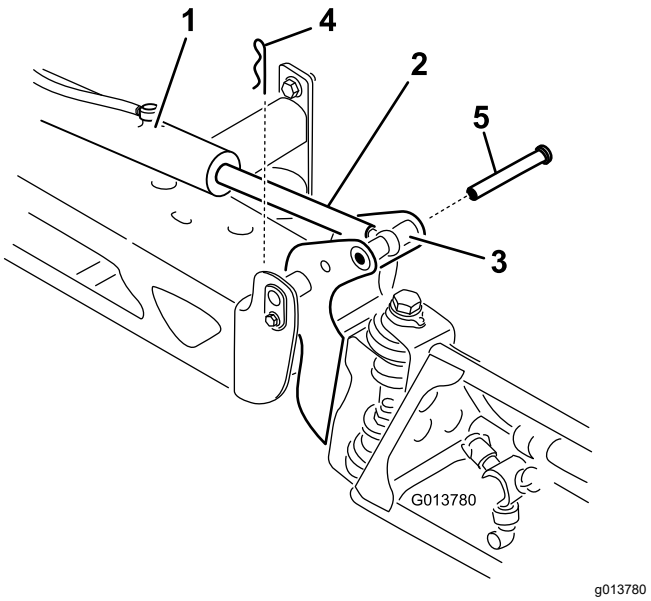

Figura 111
2. Retire o contrapino do pino de articulação (Figura 111).
3. Eleve rampa e retire o pino (Figura 111) e lentamente baixe a rampa para o solo.
9. Enquanto segura na rampa, insira o pino através tanto da articulação da rampa como da extremidade da barra (Figura 111).